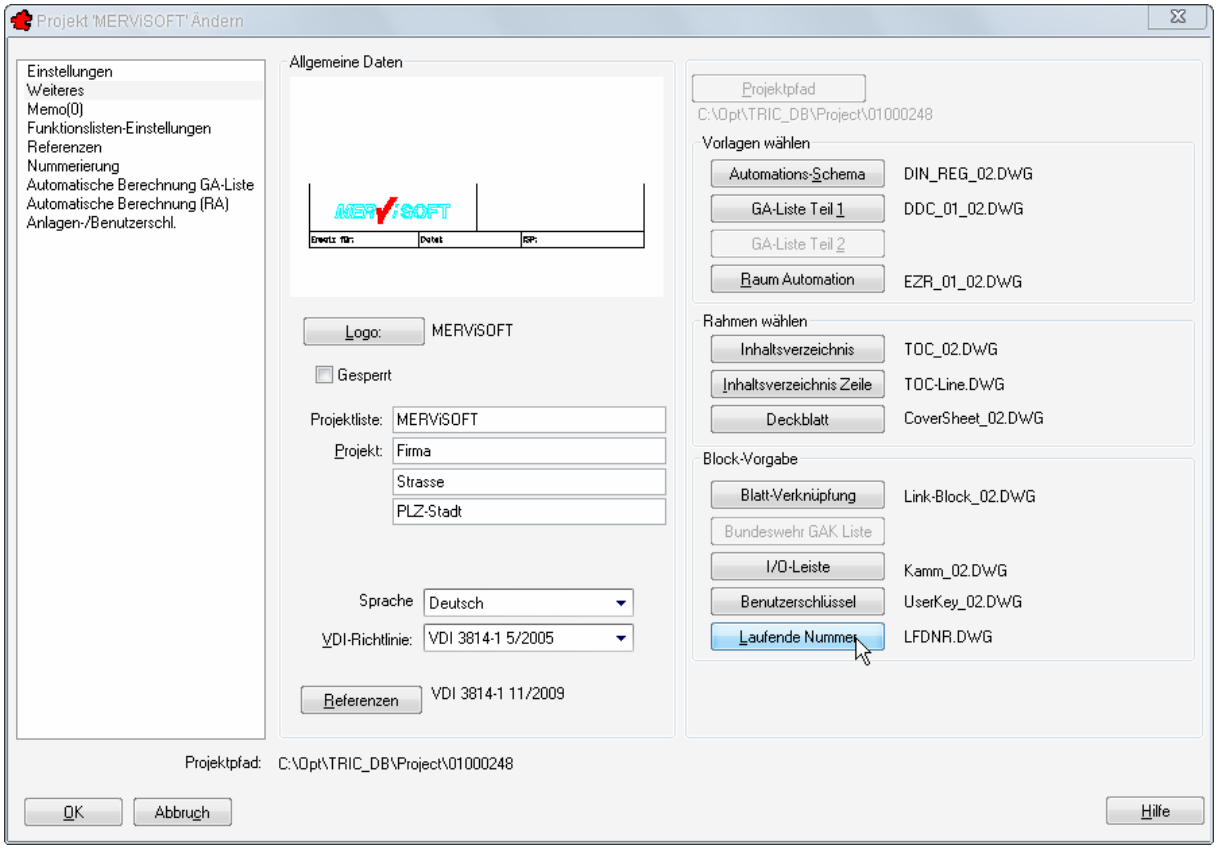

Bild 4.1 – Laufende Nummer und Inhaltsverzeichnis
- Weiteres > Laufende Nummer (Abb. 4.1)